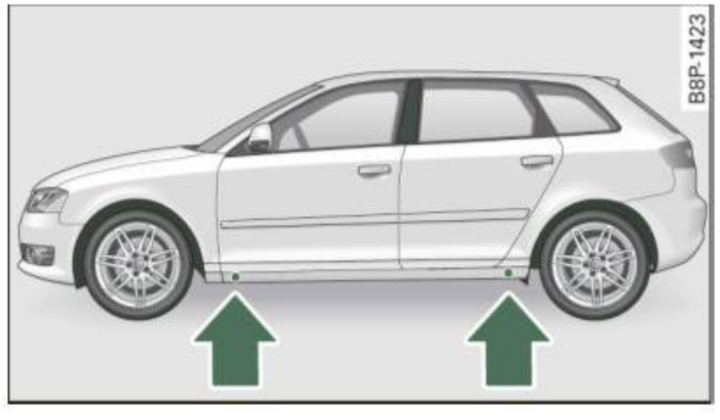

Fig. 188 Wheel change: mounting points for the lifting jack
- Position the jack below the door sill under the **mounting point** that is closest to the wheel to be changed ⇒ *page 274,* fig. 188.
Recesses at the front and rear of the underbody rib mark the proper mounting locations for the jack ⇒ *page 274,* fig. 188. There is *only one* designated jack mounting point for each wheel. *Do not* apply the jack anywhere else ⇒ ⚠.